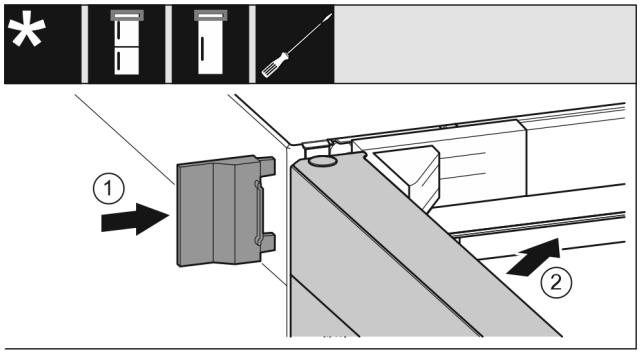

Fig. 23
▶ Insérer le cache extérieur *Fig. 23 (1)*.
▶ Fermer la porte supérieure *Fig. 23 (2)*.